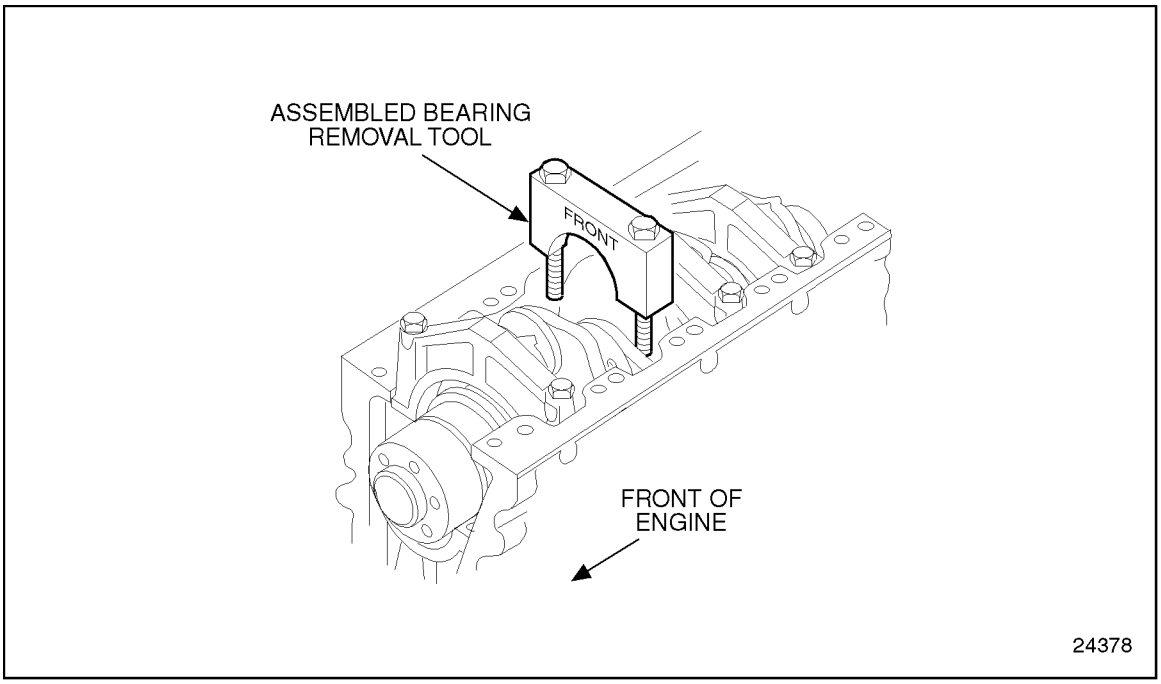

Figure 1-155 Upper Main Bearing Shell Remover Tool Installation
8. Using the main bearing cap bolts and washer removed from the engine, install the assembled main bearing cap remover and installer tool to the main bearing saddle being worked on. The word "Front" stamped on the tool must face the front of the engine. Be sure that the roll pin in the oil delivery hole registers with the cutout section of the bearing shell tool before tightening the main bearing cap bolts. See Figure 1-155.